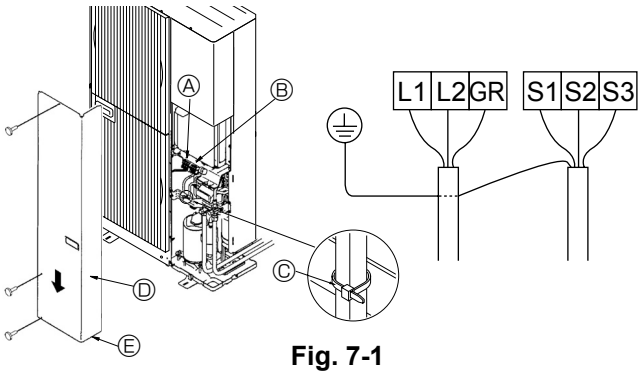
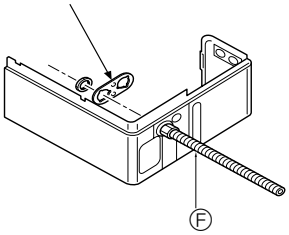

Fig. 7-1
Fig. 7-2
7.1. Unidad exterior (Fig. 7-1) (Fig. 7-2)
① Extraiga el panel de servicio.
② Efectúe el cableado según se muestra en la Fig. 7-1.
③ Se suministran las placas de montaje del conducto (ø22 mm [7/8”]). Pase los cables de alimentación y de transmisión por los orificios troquelados adecuados, retire la pieza troquelada de la parte inferior de la caja de terminales y conecte los cables. (Fig. 7-2)
④ Asegure los cables de alimentación a la caja de terminales utilizando un manguito separador para la fuerza de tracción (conexión PG o similar).